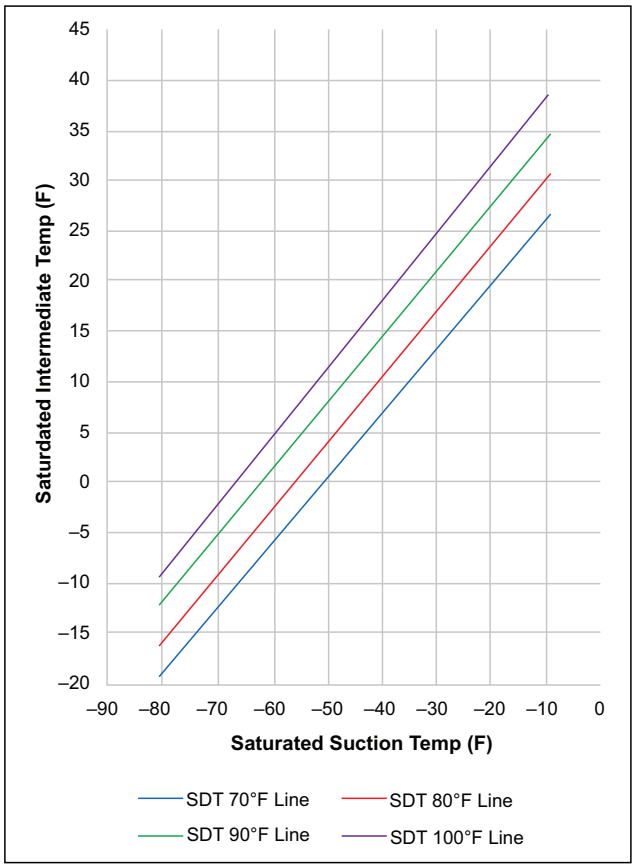

Fig. 27 — Optimum Intermediate Temperature for Low Stage Ammonia Compression, Suction Temperature (F)
2. Liquid at the expansion valve being cooled to the saturated discharge temperature of the booster compressor, as when using a flash type intercooler. When the liquid is sub-cooled to some higher temperature, the compressor rating is decreased 2% for each 10°F higher liquid temperature to the evaporator. See Fig. 27.